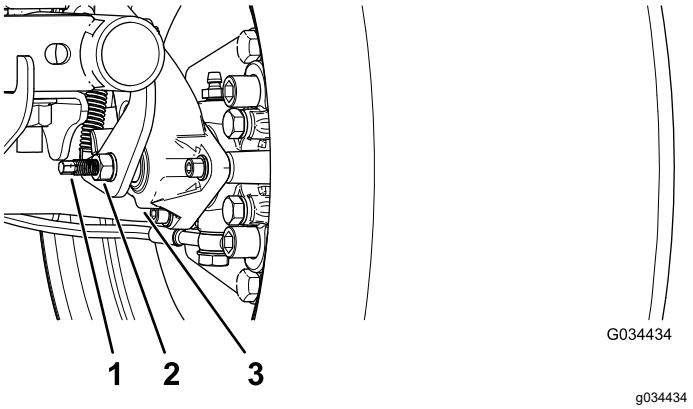

Figuur 51
3. Gebruik 2 sleutels en houd met de ene de afstelstang van de klauw vast terwijl u met de andere sleutel de contramoer een kwartslag losdraait (Figuur 51).
4. Hou de afstelstang en de contramoer vast en draai de afstelstang in om deze te bevestigen (Figuur 51).
5. Hou de afstelstang en de contramoer vast en draai een kwartslag los (Figuur 51).
6. Hou de afstelstang en de contramoer vast en draai de contramoer aan (Figuur 51).